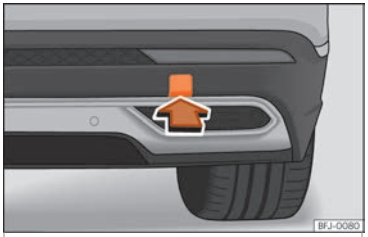

Fig. 47 Du côté droit du pare-chocs arrière : retirer le cache.
Le logement de l'œillet de remorquage à visser se trouve sur la partie droite du pare-chocs arrière, derrière un cache ››› fig. 47.
- Appuyez sur la partie inférieure du cache ››› fig. 47 afin de le dégager.